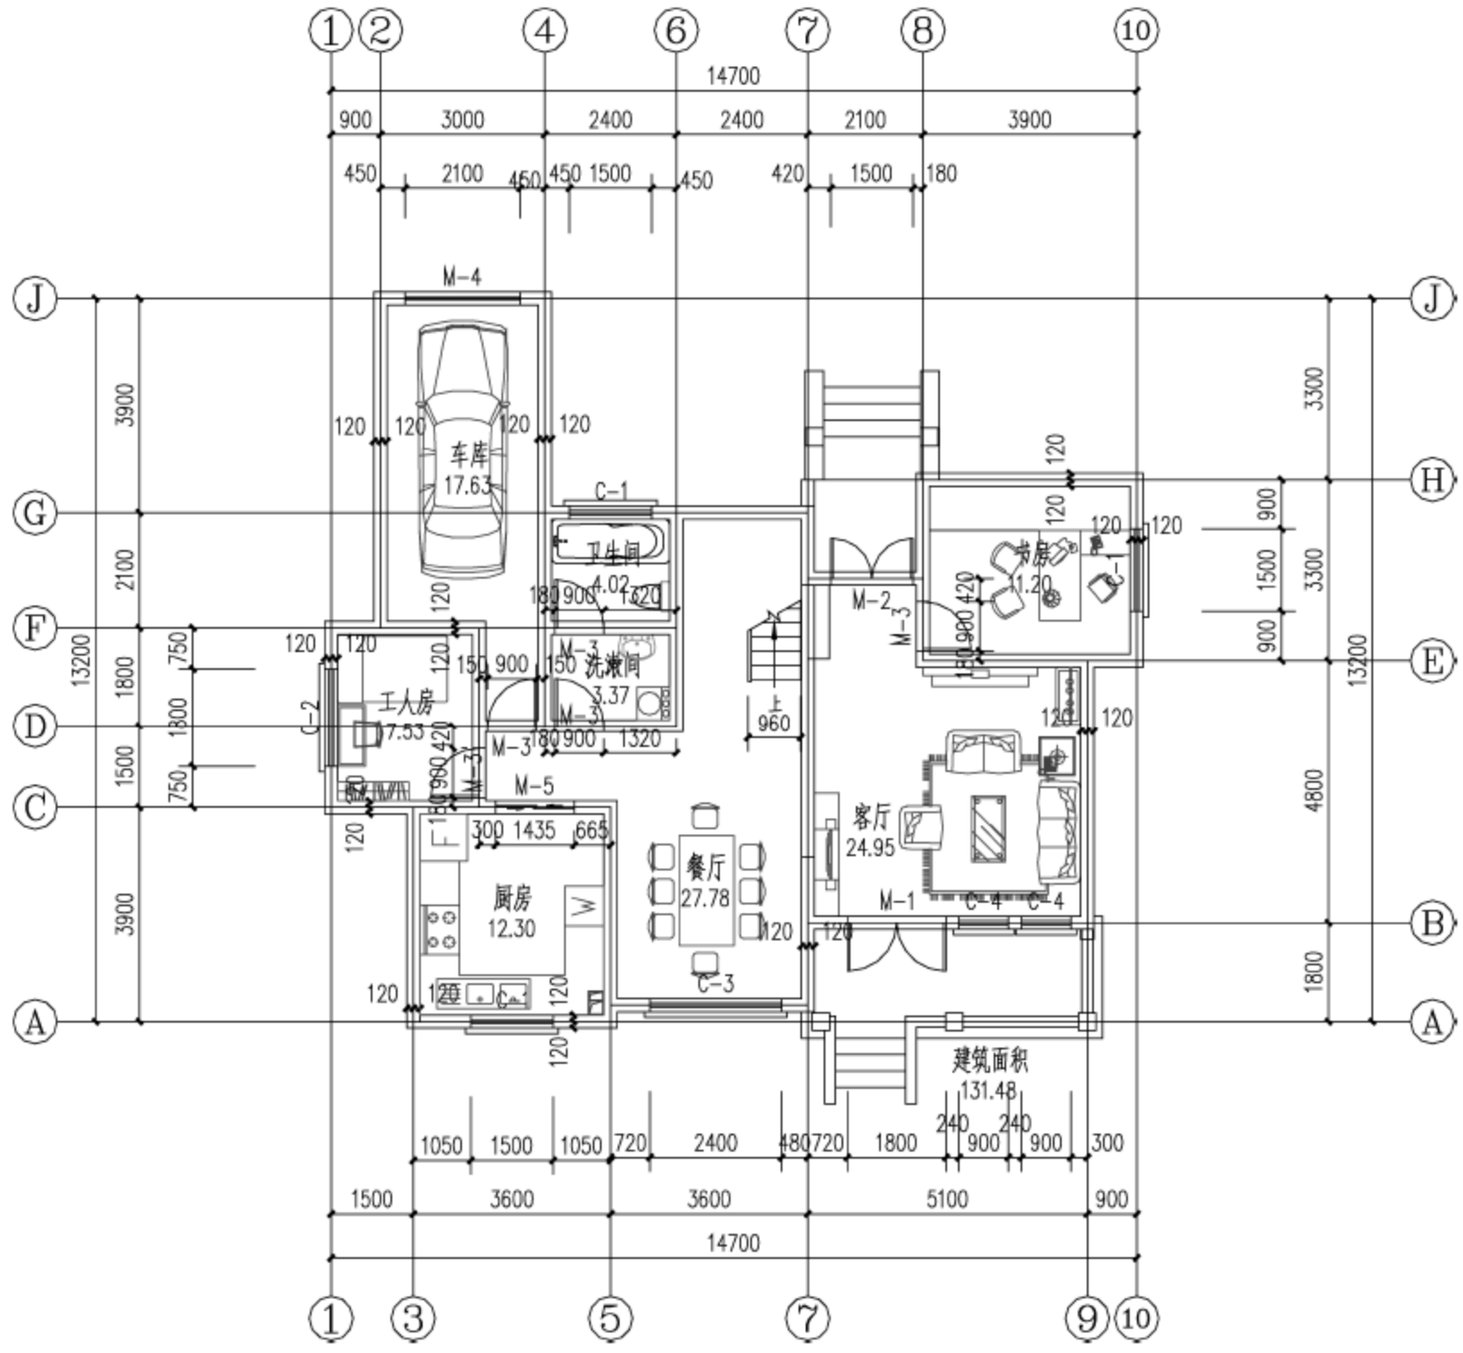

图 18-56　尺寸标注
尺寸标注在本节主要是明确具体建筑构件的平面尺寸。生成的尺寸标注如图 18-56 所示。生成尺寸的步骤如下。
(3) 其他部位的标注可以采用“逐点标注”，直接标注尺寸，具体方式不再详述。最终形成如图 18-56 所示的尺寸标注信息。